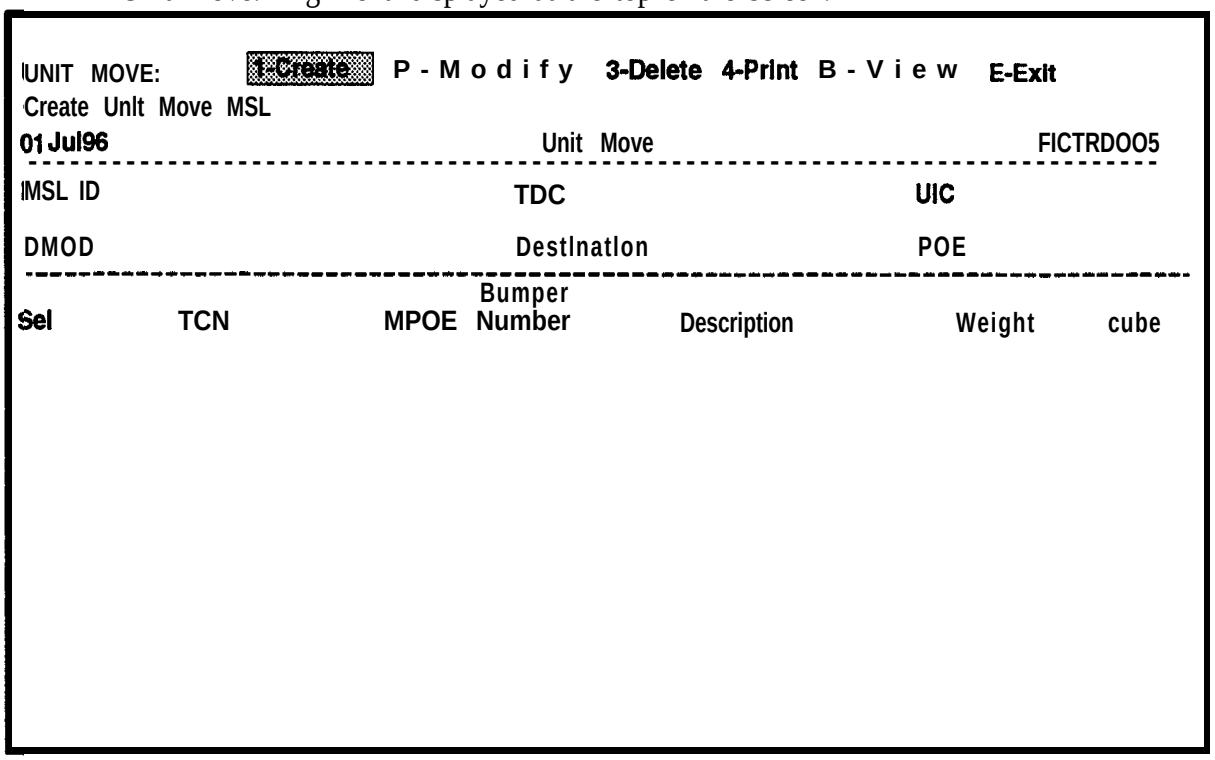

Figure 9-8. Unit Move Screen
a. Select **Unit Moves** from the Military Shipment Label menu. As necessary, refer to paragraph 9.3.1 (page 9-2above) for procedures for getting to the Military Shipment Label Menu. The Unit Move screen will be displayed as shown in Figure 9-8, with the Unit Move: ring menu displayed at the top of the screen.